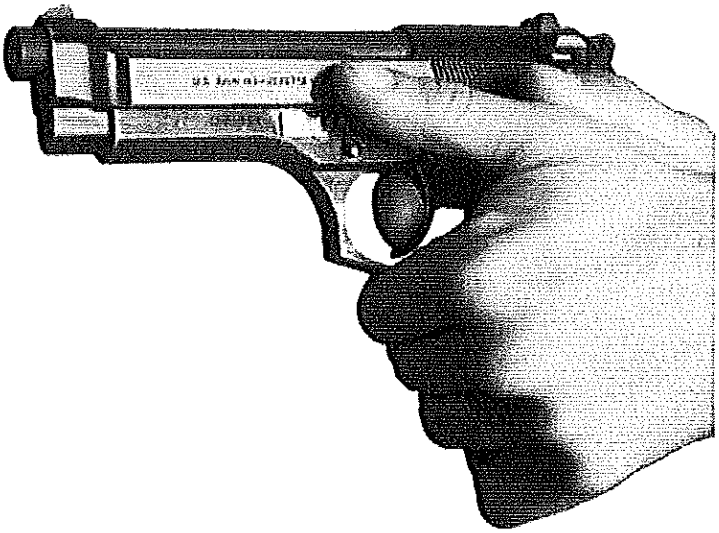

Figure 4-7. Isosceles Grip.
2. Establish a two-handed firing grip in the isosceles position (see fig. 4-7 o page 77):